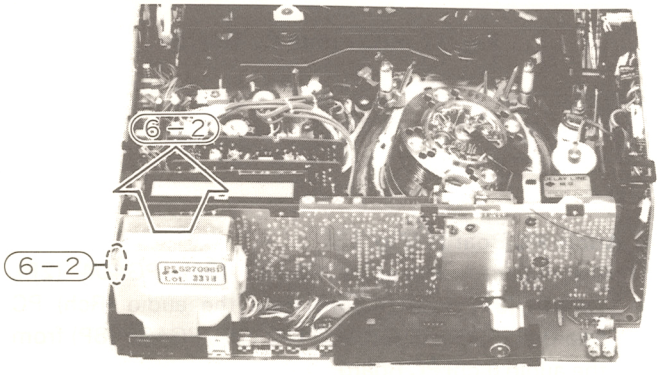

Fig. 15 Switching Regulator
6. Switching regulator (Fig. 15)